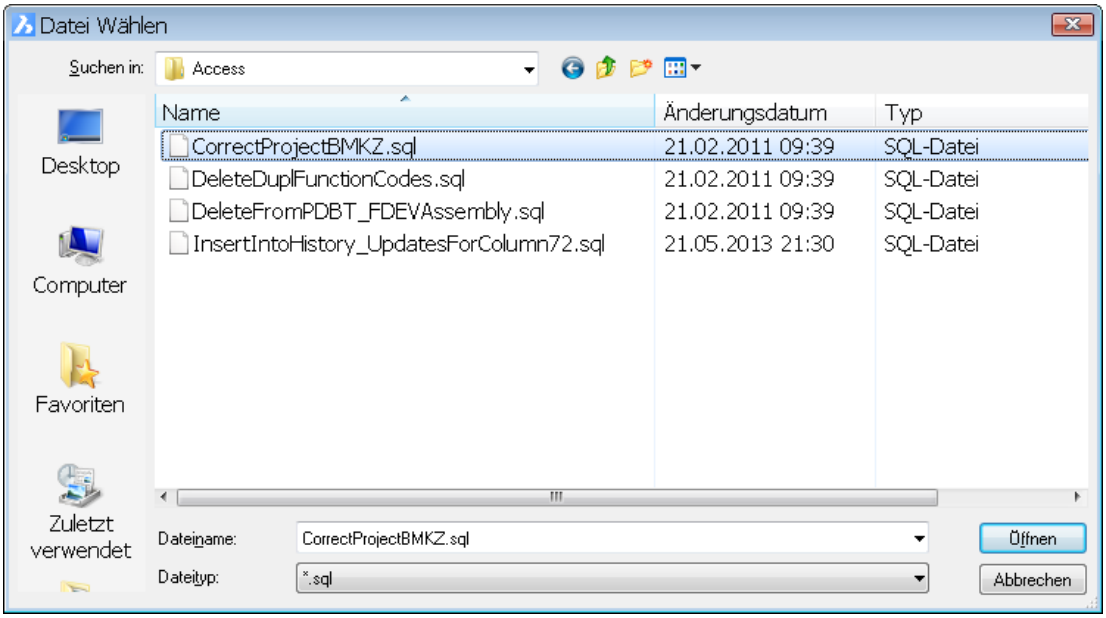

Bild 3.13 – Auswahl eines SQL-Skripts zur Ausführung
- Wählen Sie *Datei, Dienstprogramme, SQL-Script ausführen.* Suchen Sie dann die gewünschte Skriptdatei mit der Endung SQL im Dateidialog aus und starten Sie sie mit der Schaltfläche *Öffnen* (Abb. 3.13).